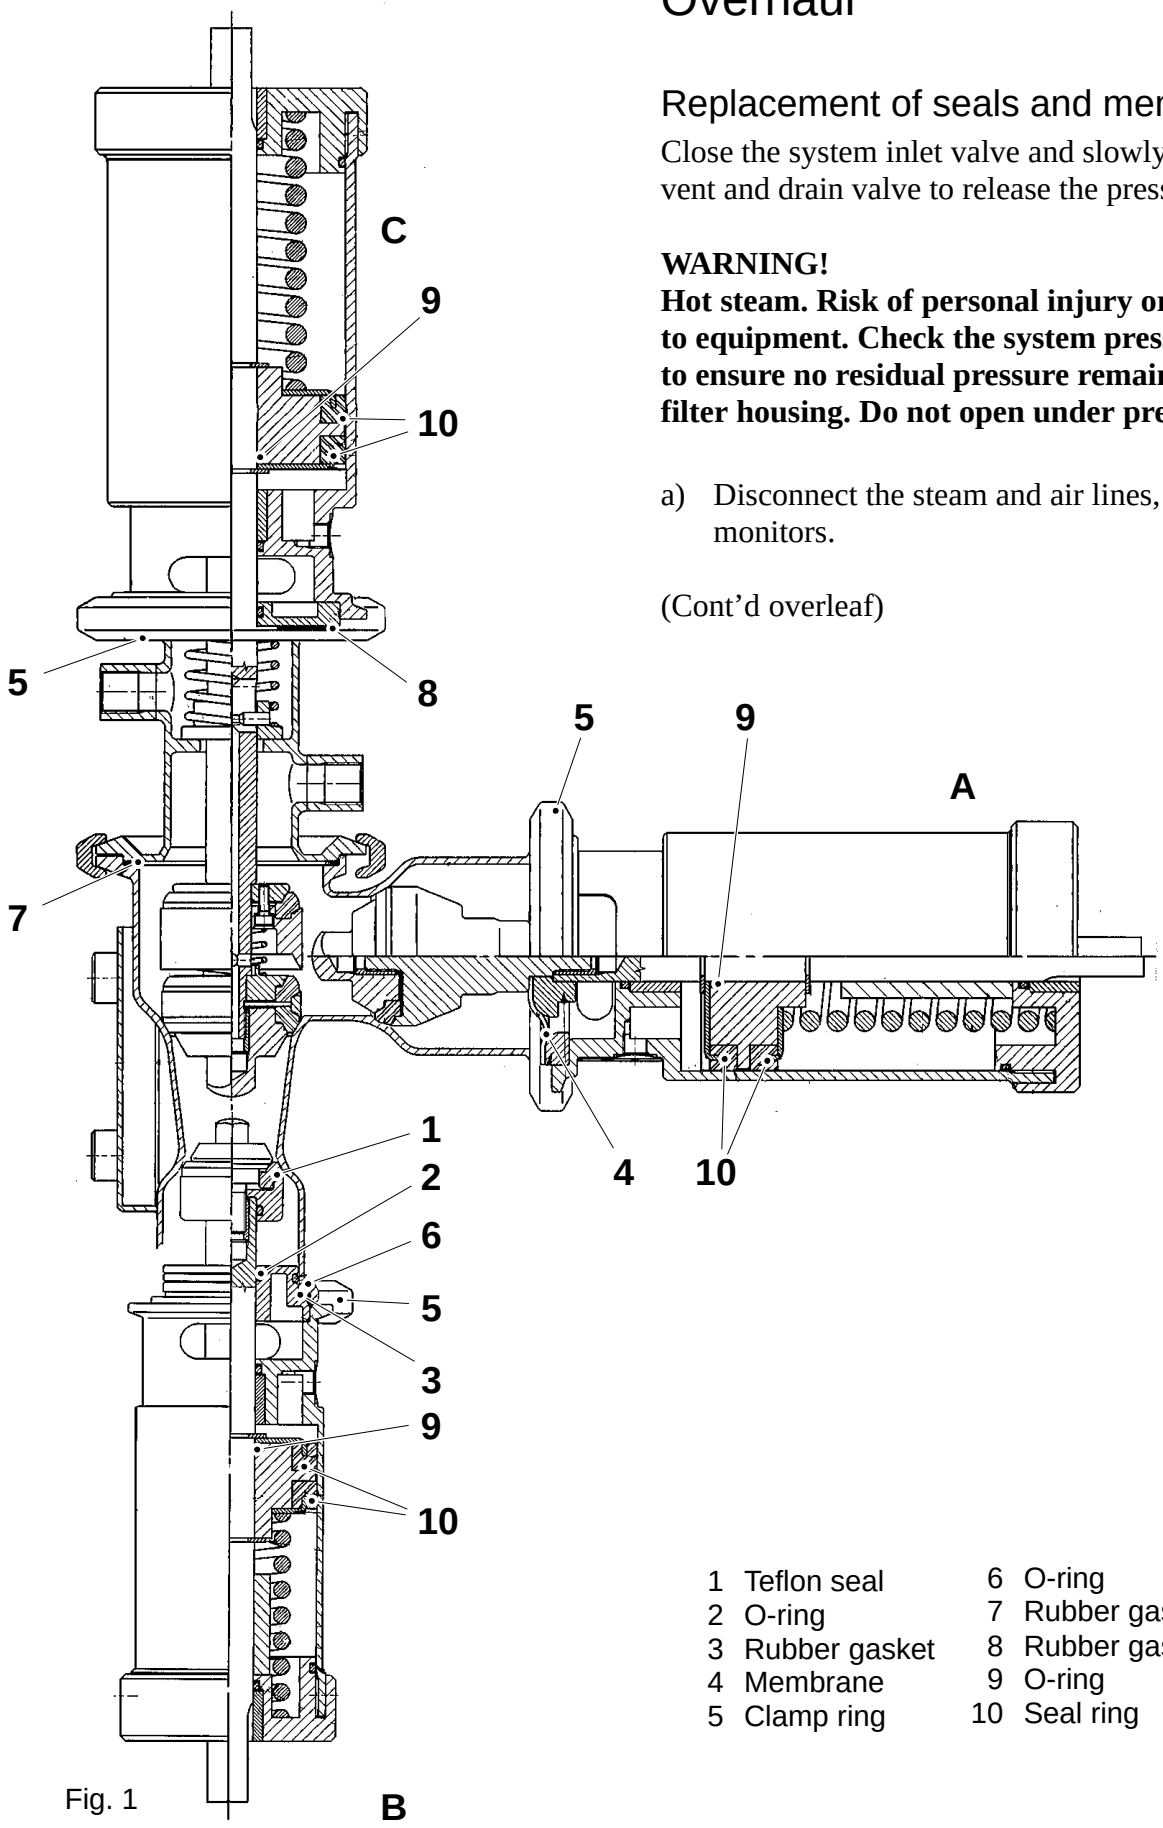

Fig. 1
c) Loosen the inner clamp ring (pos 5, fig. 1) and remove the valve.
d) **Product valve (A)**